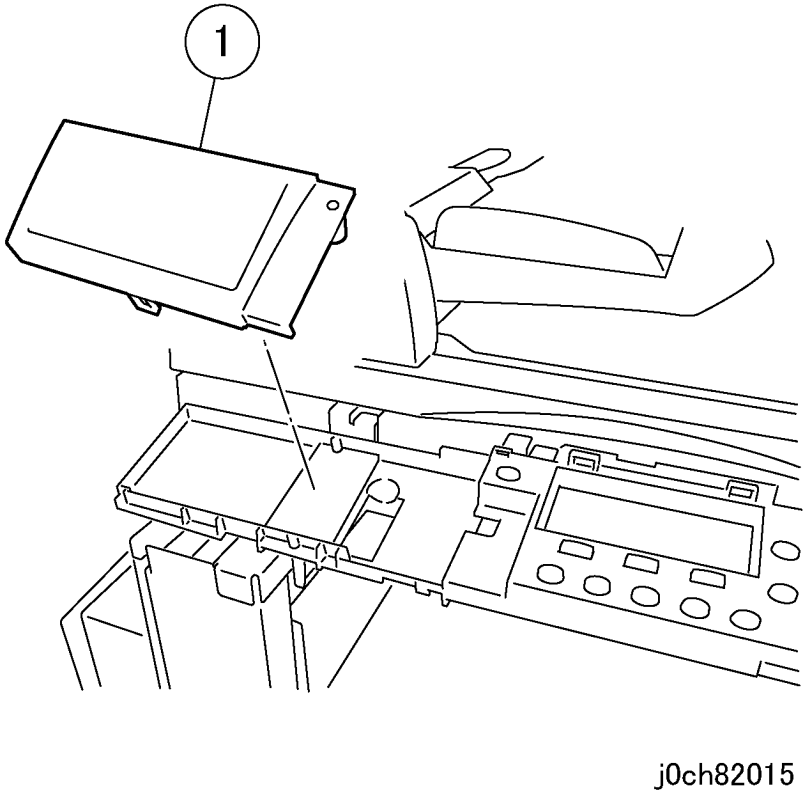

Рисунок 15 Снятие накладки (j0ch82015)
18. Снимите накладку (рисунок 15).